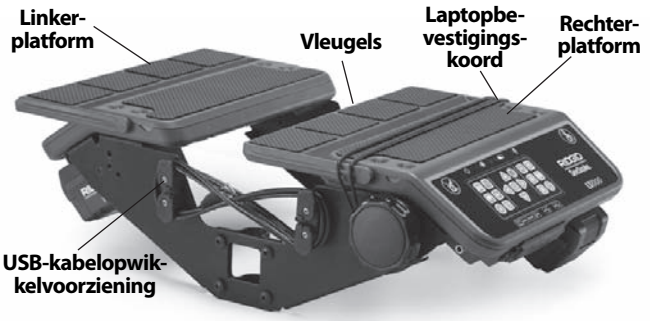

Figuur 7 – Neerlaten van de platformvleugels
5. Leid de LT1000 USB-kabel naar de USB-poort van de laptop en steek de USB-stekker in de poort. Wikkel eventuele overtollige kabellengte rond de USB-kabelopwikkelvoorziening. *(Zie figuur 7.)*